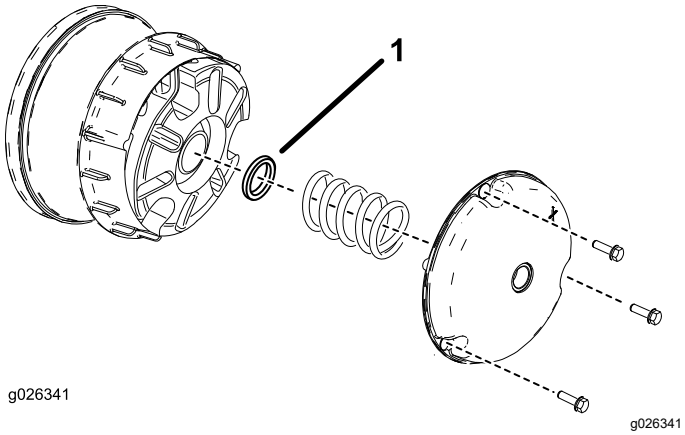
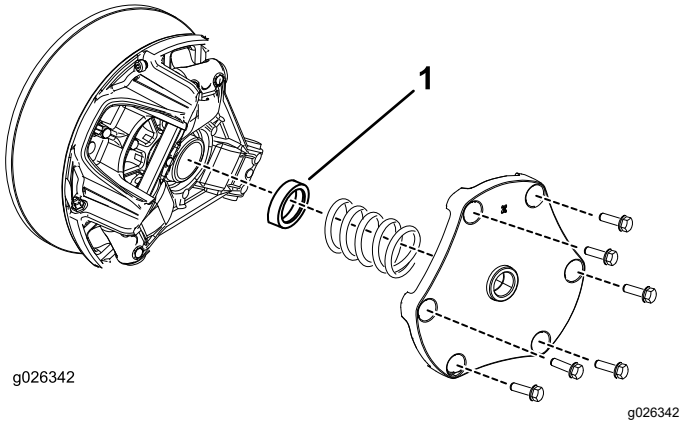

Figur 12
Figur 13
1. Fjern boltene som fester dekselet til primærclutch, som vist i Figur 12 og Figur 13.
2. Fjern fjæren og kast avstandsstykket (se Figur 12 og Figur 13)